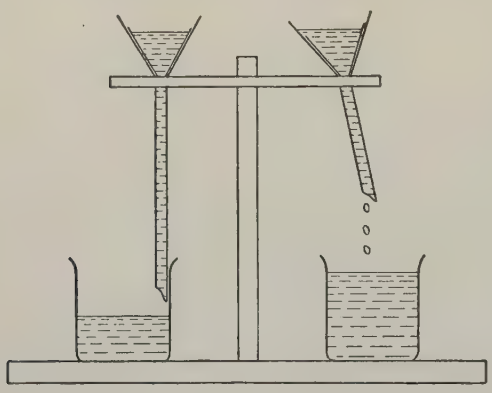

FIG. 2.
the folds so that you have three thicknesses of paper on one side and one on the other. The paper will form a cone which should fit snugly into the funnel. Holding the paper in place in the funnel, moisten the filter and press down the edges until the paper adheres closely to the glass. Support the funnel in a filter stand and place a dish beneath it. Fig. 2 shows a correct and an incorrect arrangement of apparatus for filtration. Much time can be saved by using a well-prepared filter. Decant most of the liquid, from which the lead sulfate has now settled, into the filter without disturbing the residue. Catch the *filtrate* in a beaker and add more sulfuric acid. If a precipitate still forms, it shows that the original precipitation was not complete. It is usually necessary to make such a test in order to determine whether you have completed the reaction which you desired to carry out. Finally, pour all of the precipitated lead sulfate on to the filter and use your wash bottle to wash out any particles which may stick to the side of the test tube.
8. Refer to Fig. 2, and list all the faults you can point out with the incorrectly arranged apparatus for filtration.